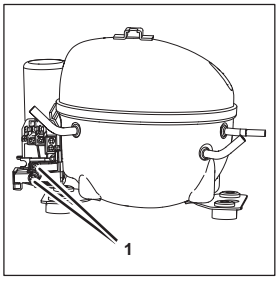

Fig. 98
2. Remove the fastening bolt (Fig. 98/1) from the electrical assembly.